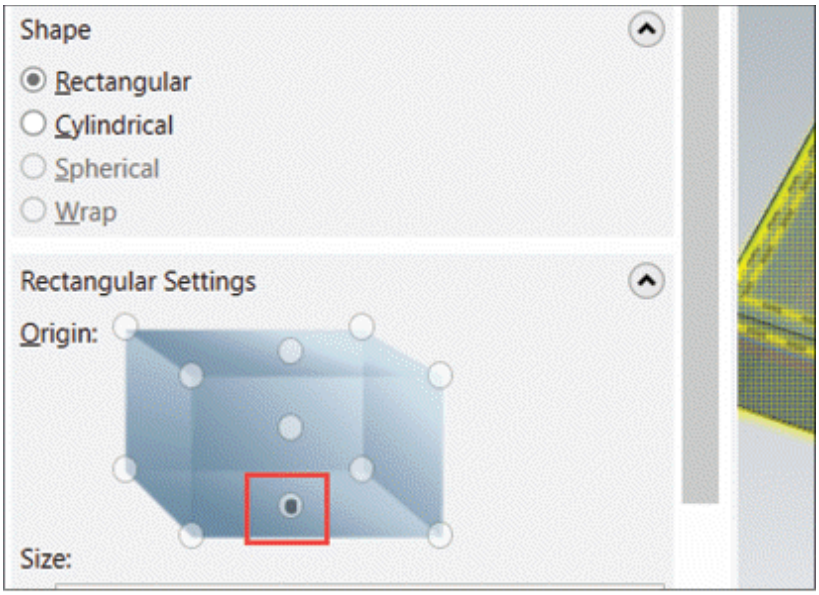

Figure-6. Reference point to be selected
- Select the bottom center radio button from **Rectangular Settings** rollout to use it as reference for measuring stock size; refer to Figure-6.